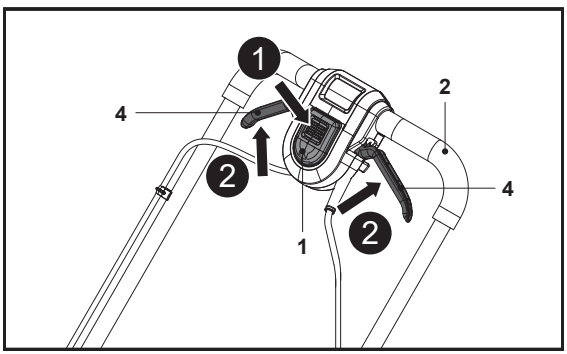

Fig. 14
1. Colóquese detrás de la empuñadura de agarre (2).
2. Mientras mantiene pulsado el interruptor de seguridad (1), tire de las palancas de arranque (4) hacia la empuñadura de agarre (2) y manténgalas en esa posición (Fig. 14, pasos 1 y 2).
3. Una vez que el cortacésped haya arrancado, suelte el interruptor de seguridad (1).